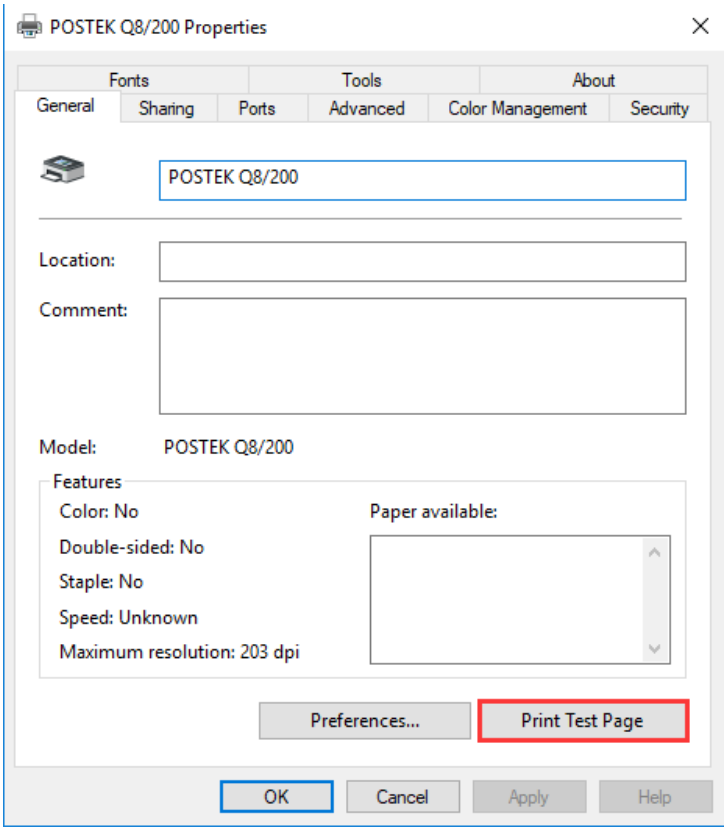

Figure 2-25 Print Test Page
9. Print a test page to see whether the printer is connected properly, as shown in Figure 2-25.